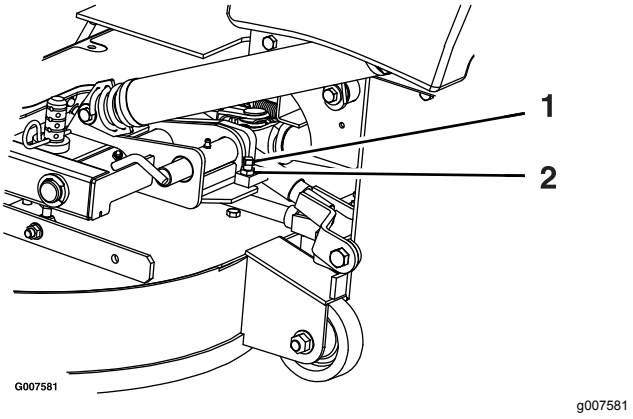

**Figuur 82**
2. Maak de contramoer los en draai de stopschroef rechtsom totdat de borgpen strak staat en niet met de hand kan worden gedraaid (Figuur 82).